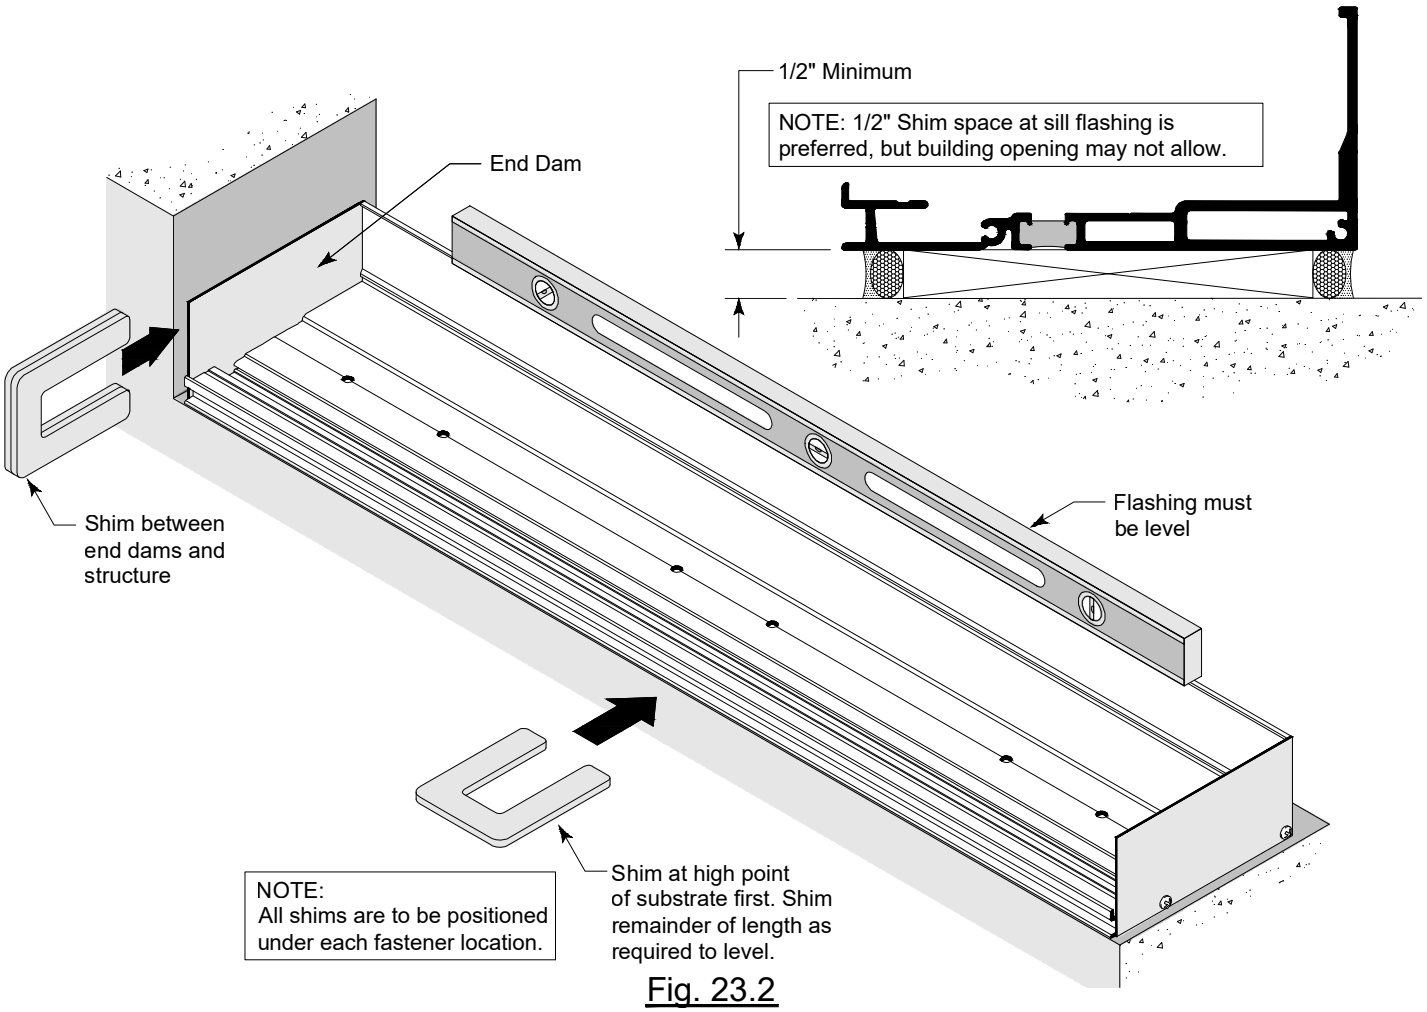

Fig. 23.2
A. Install P6586 silicone spacer gasket at interior side of framing members. SEE Fig. 23.2.
B. At the highest point of the sill (smallest rough opening height), shim the sill flashing with a minimum 1/4" shim space. Sill flashing must be installed level side to side and front to back. SEE Fig. 23.2.